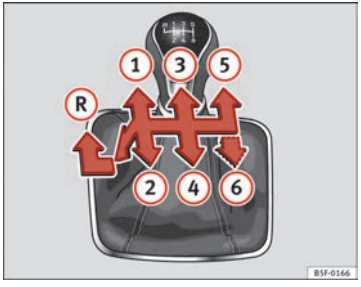

Fig. 121 Gear shift pattern of a 5 or 6-speed manual gearbox
The position of each of the gears is shown on the gear stick ⇒ Fig. 121.
- Move the gearbox lever completely to the left and then forwards to position it in reverse gear ⇒ Fig. 121 (R).